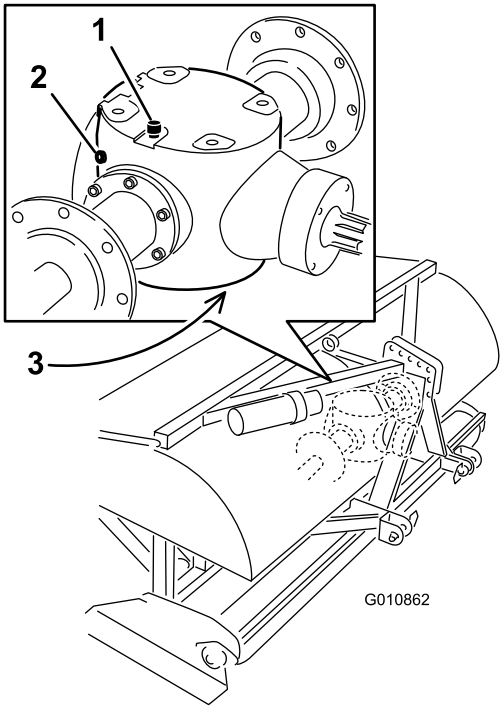

**Figuur 41**
2. Verwijder de controleplug van de tandwielkast (Figuur 41).
3. Controleer of het oliepeil tot aan de onderzijde van de controleplug-opening in de tandwielkast staat (Figuur 41).
1. Verwijder vuil van de ontluchtings-/vulplug en de aftapplug om verontreiniging te voorkomen (Figuur 41).